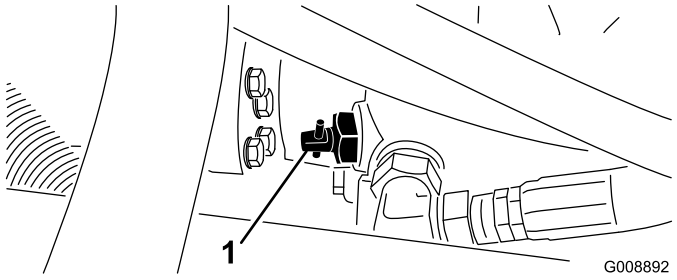

Figuur 42
1. Ga naar het omloopventiel op de pomp (Figuur 42) en draai deze 90°.